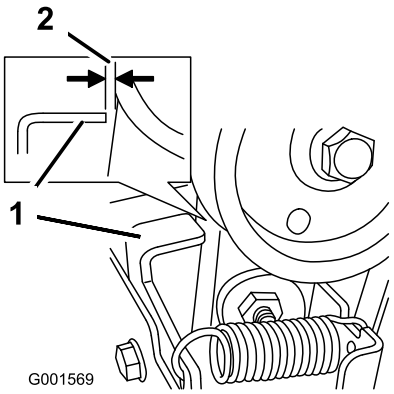

Figur 45
3. Når spiralbladets/viftehjulets spak er deaktivert, påse at mellomrommet mellom spiralbladclutchen og tappen er 1,5 mm (Figur 45).